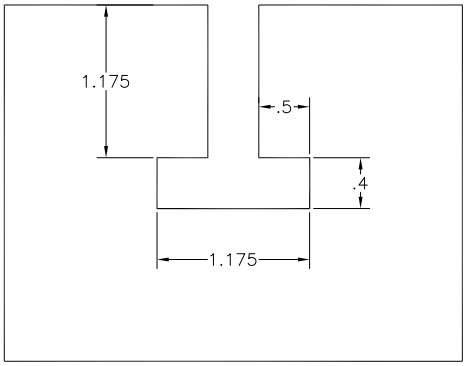

Figure 17-9 *Dimensions inside the view*
7. All dimensions should be given outside the view. However, the dimensions can be shown inside the view if they can be easily understood there and cause no confusion with the other dimensions or details, refer to Figure 17-9. In case of large drawings, dimensions can be placed on the view to improve clarity.